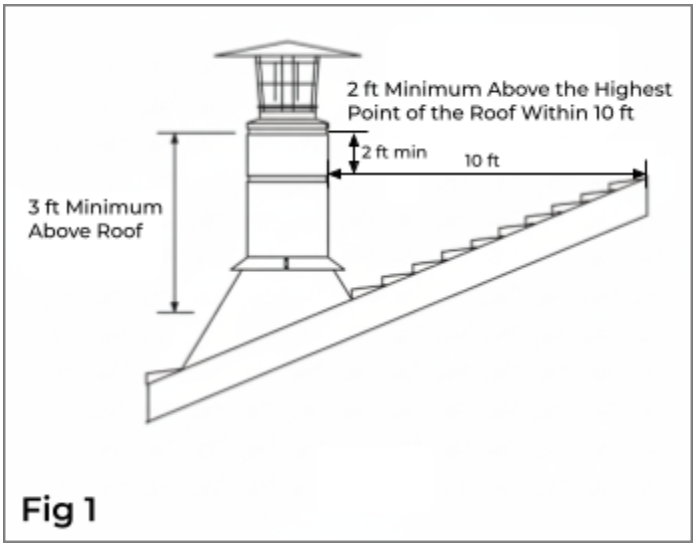
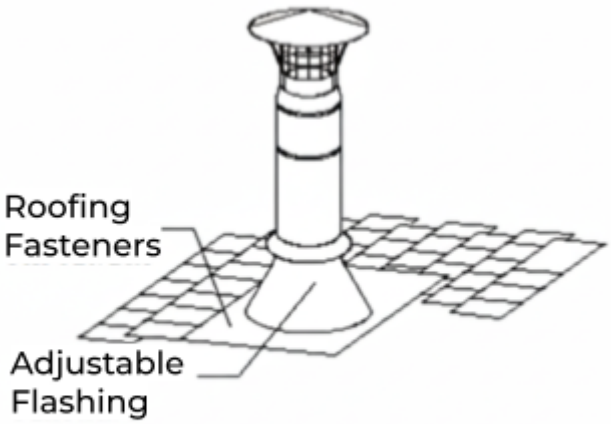
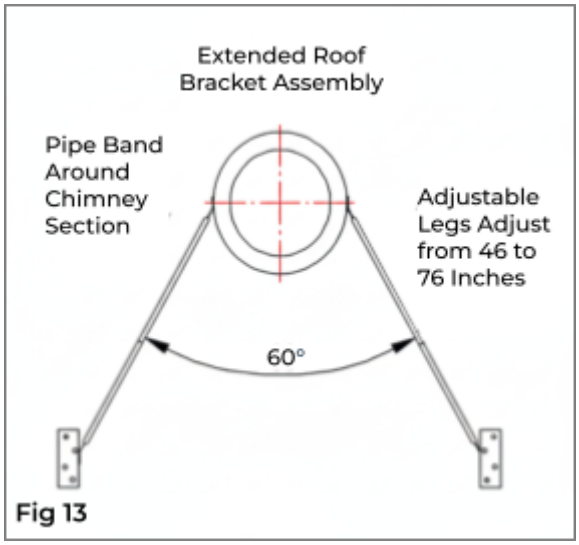

Fig 1
Fig 10
Fig 13
passes through the roof of a building, and at least two feet higher than any portion of a building within ten feet" (Fig 1). If the chimney extends more than 5 feet above the roof, an Extended Roof Support Bracket must be used (see page 15). Due to the overlap of joints, subtract 1 ⅛ inches from each Chimney Section's height to calculate the total installed height.
with 1 inch roof nails. Do not nail the lower edge of the Flashing (Fig 10). Be sure to follow local building practices as needed. Seal all nail heads with a non-hardening waterproof sealant. On flat or tarred and gravel roofs, nail and seal the Flat Roof Flashing to the roof on all sides of the roofing compound. Do not put screws through the Roof Flashing into the Chimney Pipe.
11. **Finish Top:** A storm collar is required when using a rigid metal flashing, and optional when using a silicone pipe boot. Apply a high-temperature (500°F), non-hardening waterproof sealant around the chimney at the point where the Storm Collar will meet the chimney just above the Roof Flashing (Fig 10 & 11). Slide the Storm Collar down over the chimney to the tab of the Roof Flashing. Tighten and seal the Storm Collar against the sealant. After installing sufficient Chimney Sections to meet the height requirement (Fig 1), attach the Chimney Cap on top of the chimney by holding the collar of the cap and twist locking it clockwise onto the chimney. Do not hold the upper portion of the cap and twist, as this may damage the cap. The Chimney Cap can be removed for chimney cleaning as described in the Chimney Maintenance section of the instructions. Use an Extended Roof Brace if the chimney extends more than 5 feet above the roof (Fig 13 & 14).
2. Attach the Legs: The Adjustable Legs of the assembly will adjust from 46” to 76”. Secure one end of the Legs to the Pipe Band using the nuts and bolts included (1 per leg). Position the Adjustable Legs so they form approximately a 60° angle with the chimney, and with each other (Fig 13 & 14). Be sure that there is at least 3” of overlap between the top and bottom halves of the Adjustable Leg. In order to secure Legs in proper position, there is a hole provided in the outer leg where the outer and inner halves overlap. Use a ¼” drill bit to drill through the inner leg at that location. Use the nut & bolt provided to pin the Adjustable Legs in position.
3. Install Roof Bracket: Mount the two Brackets where each of the adjustable legs meets the roof, using (6) 1” roofing nails per bracket. Seal the nail heads carefully with a non-hardening, waterproof sealant.